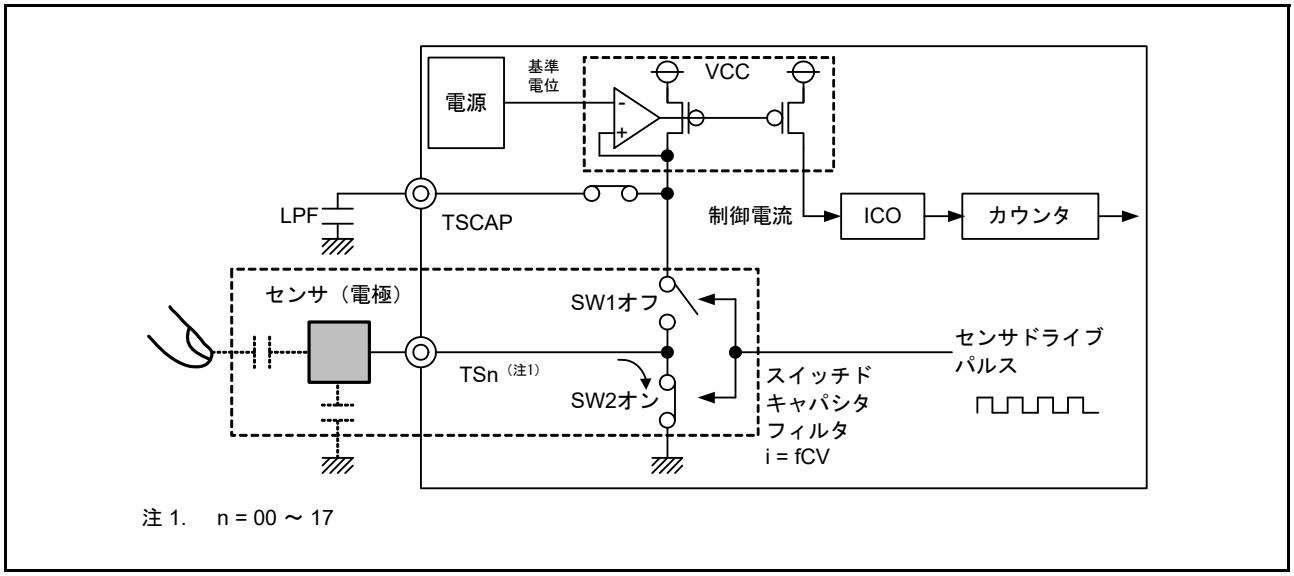

図 51.6 放電動作
2. SW1：OFF、SW2：ON にすることで、充電された容量は放電されます。図 51.6 を参照してください。